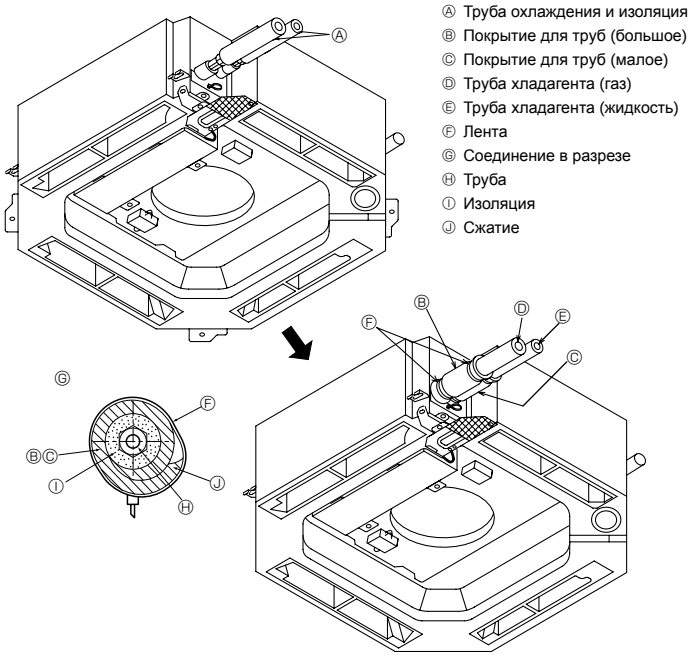

Fig. 3-3
3.3. Внутренний прибор (Fig. 3-3)